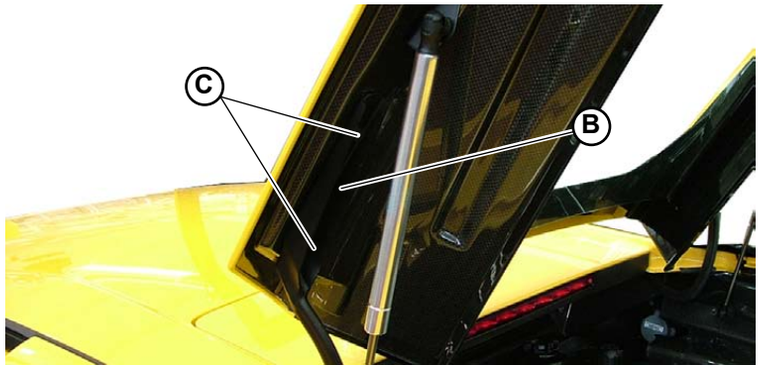

Fig.2
- Act on the two fixing screws (**B-Fig.2**) to check the position of the two hinges (**C-Fig.2**).